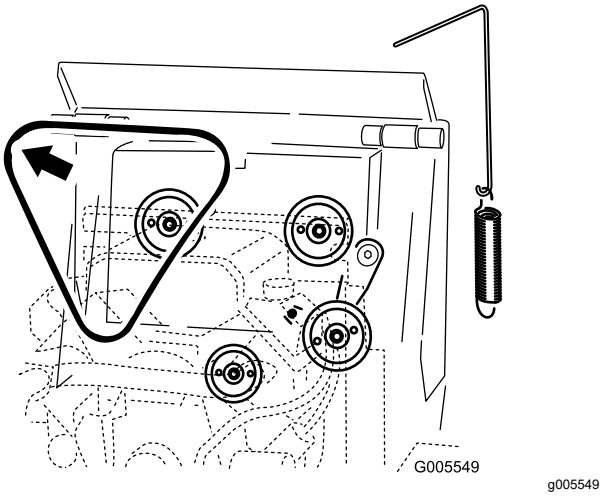

Figuur 54
6. Verwijder de riem van de 3 poelies (Figuur 54).